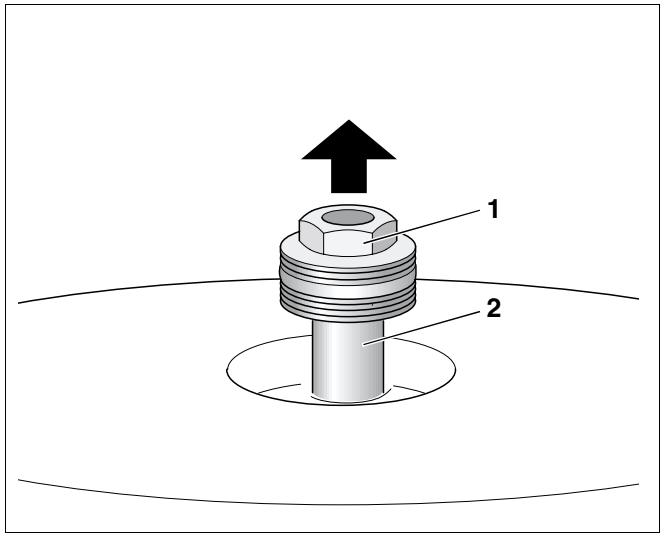

Afb. 12 Magnesiumanode vervangen
- Draai de zeskantbout (afb. 12, **pos. 1**) van de magnesiumanode los met behulp van een ringsleutel SW 32.
- Draai de magnesiumanode (afb. 12, **pos. 2**) eruit.
- Wanneer de magnesiumanode opgebruikt is, moet u een nieuwe anode plaatsen, zoals is aangegeven op afbeelding 12.